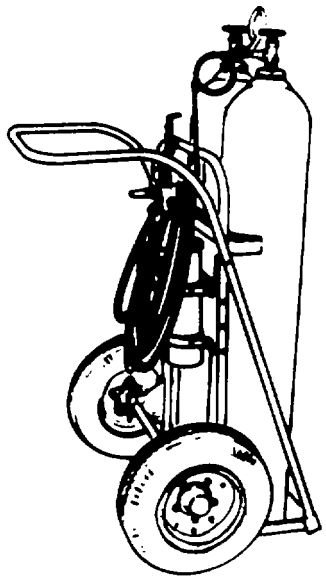

Figure 9-17. Nitrogen Servicing Unit
(6) Maintenance. Consult the applicable maintenance manual for preventive and scheduled maintenance requirements.
j. Nitrogen Servicing Unit. The two-wheeled, hand truck mounted nitrogen servicing unit, shown in figure 9-17, is used to service aircraft nitrogen systems. The cylinders are restrained on the hand truck by a chain. The controls are mounted on the cylinders. The assembly consists of an air chuck, an adapter and valve, a hose, an air and nitrogen purifier cylinder, and a high pressure oxygen regulator.
(1) Purpose. The nitrogen servicing unit is designed to recharge the nitrogen system installed in an aircraft. The cylinders and flow controlling mechanism can be easily wheeled to the aircraft by one person. The aircraft system can be charged by a flexible hose.
(2) Principles of operation. The cylinders are manifolded together and can be used individually or at the same time. The nitrogen flow is controlled by a shutoff valve. The pressure regulator restricts the outlet